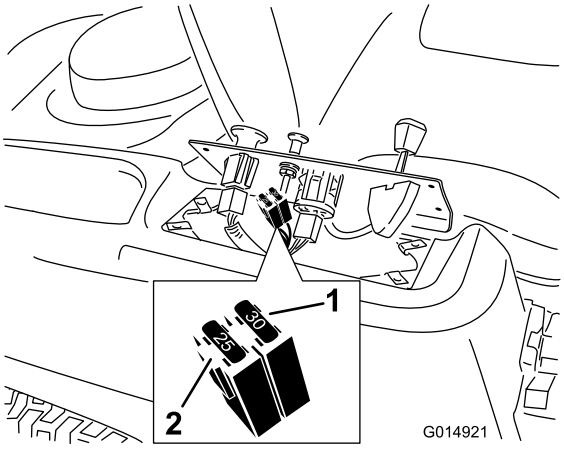

**Figur 48**
2. Løft opp kontrollpanelet for å få tilgang til hovedledningsnettet og sikringsblokken (Figur 48).
3. Når du skal bytte sikring, må du dra i sikringen for å få den ut (Figur 48).